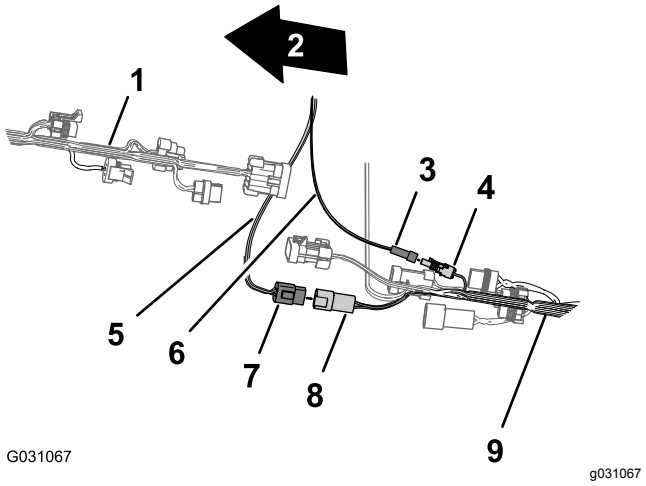

Figur 169
3. Tilslut dataledningsnettets konnektor med 4 ben fra CAN 2/sprøjtestyreenheden til konnektoren med 4 sokler på bageste ledningsnet fra CAN 2/sprøjtestyreenhedens kredsløb (Figur 169).
4. Tilslut konnektoren med 1 ben fra el-ledningsnettet til konnektoren med 1 sokkel på det bageste ledningsnet (Figur 169).